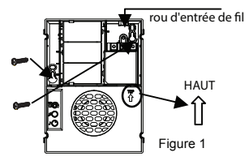

Figure 1
Installation du carillon de porte (reportez-vous à la figure 1)
Positionnez le carillon tel qu'il est illustré à la figure 1. (La base du carillon peut également être installée à l'horizontale). Acheminez les fils comme indiqué et installez le carillon à l'aide des vis incluses.
4. Positionnez le carillon tel qu'il est illustré à la figure 1. (La base du carillon peut également être installée à l'horizontale). Acheminez les fils comme indiqué et installez le carillon à l'aide des vis incluses.